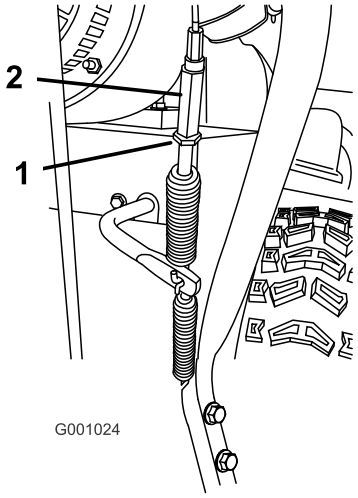

Figur 49
5. Løsne låsemutteren (Figur 49).
6. Løsne eller stram til spennmutteren som tilpasser kabelspenningen (Figur 49).